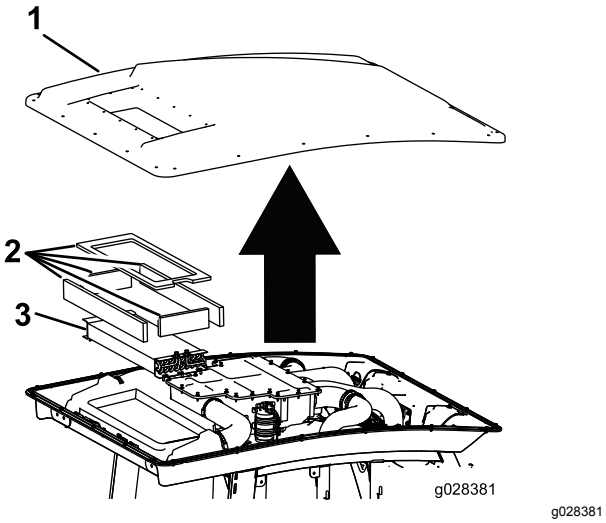

**Figuur 115**
3. Verwijder het dak van de cabine door de 22 bouten te verwijderen waarmee het dak vastzit (Figuur 115).
4. Verwijder de luchtfilters (Figuur 115).
5. Verwijder en reinig de airconditioningspoelen (Figuur 115).